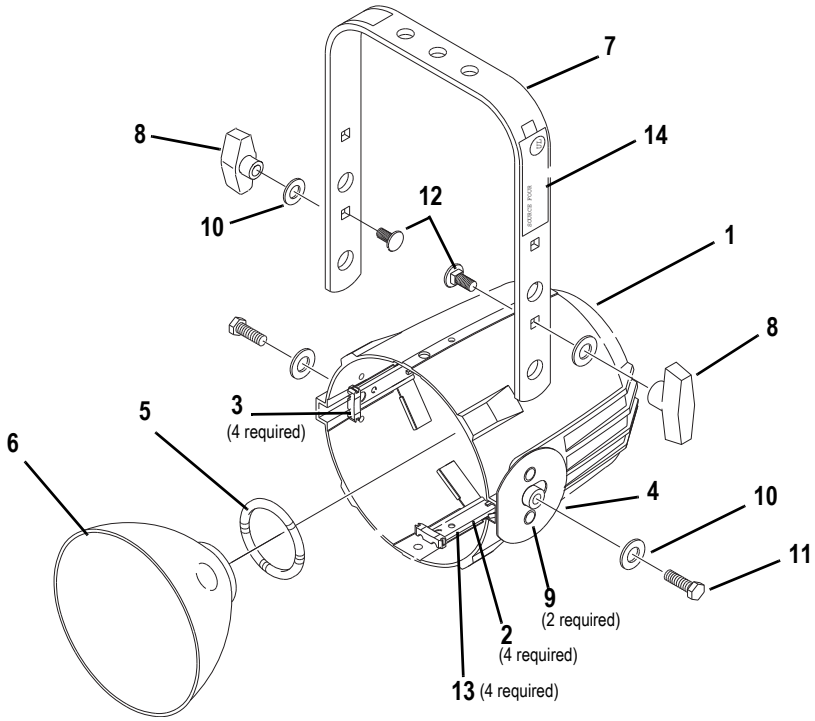

**Figure 9**
**Note:** *The following assumes all four reflector retainer clips (2) have already been riveted to the reflector housing casting (1) and the gate bushings (3) installed on the retainer clips. See Figure 9.*
Step 1: Place the reflector housing casting (1) on a flat work surface with the large opening facing up.
Step 2: Install the reflector support spring (5) in the circular opening at the base of the casting.
Step 3: Insert the reflector (6) at an angle, under any three adjacent legs of the reflector's clips.